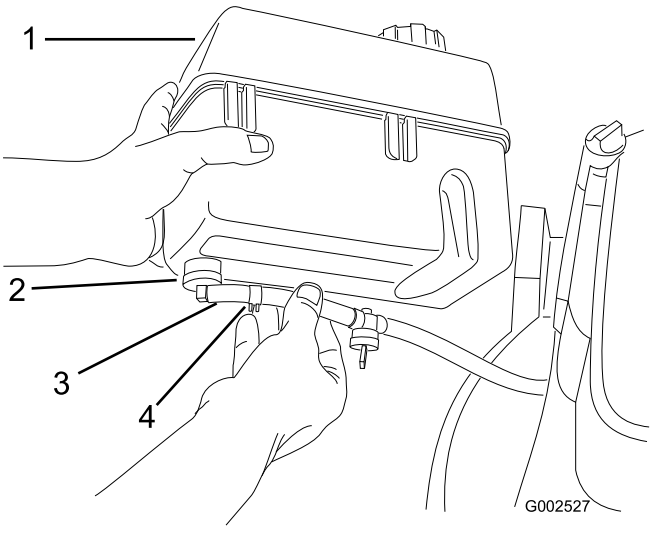

Figuur 5
1. Schuif het uiteinde van de brandstofslang op de elleboogfitting (Figuur 5).
2. Zet de brandstofslang vast met de klem voor de brandstofslang (Figuur 5).